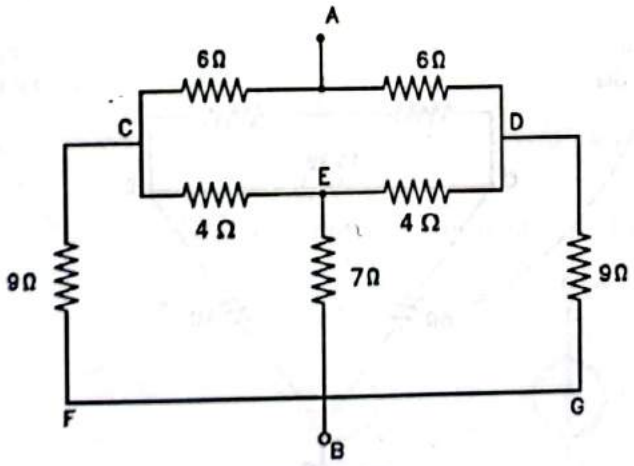

FIG. 1.55
**Find the resistance between the terminals A and B in the network shown in the Fig. 1.55.**